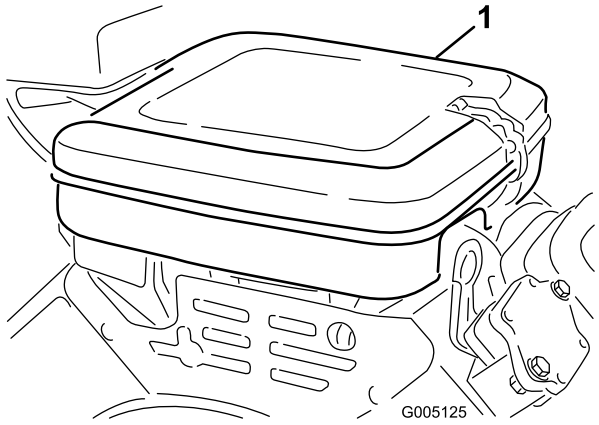

Figur 32
1. Udløs låseclipsene, og fjern luftfilterdækslet (Figur 32). Rengør dækslet grundigt.